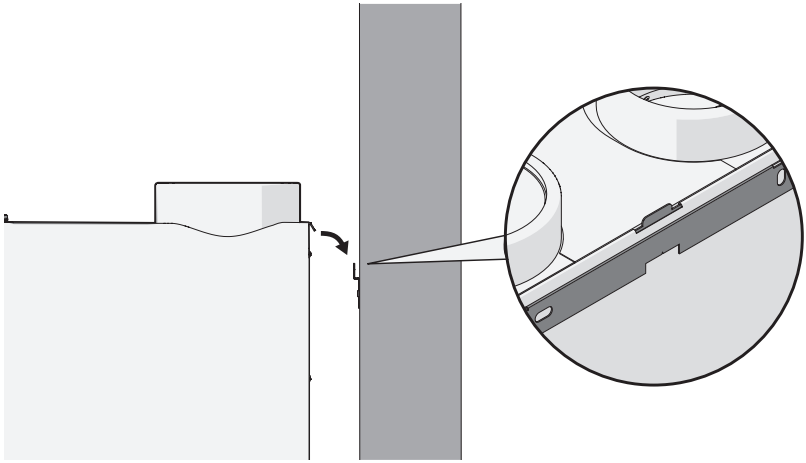

*Figuur 20 Het ophangen van de Modul-AIR.*
**6.** Hang de Modul-AIR aan de beugel (figuur 20).